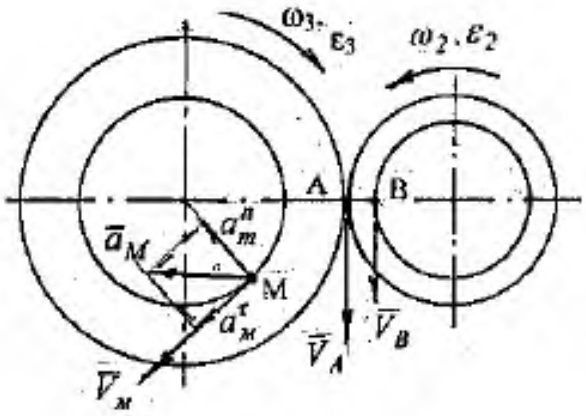

Рис. 4.5
7. Нормальное ускорение точки М (рис. 4.5)